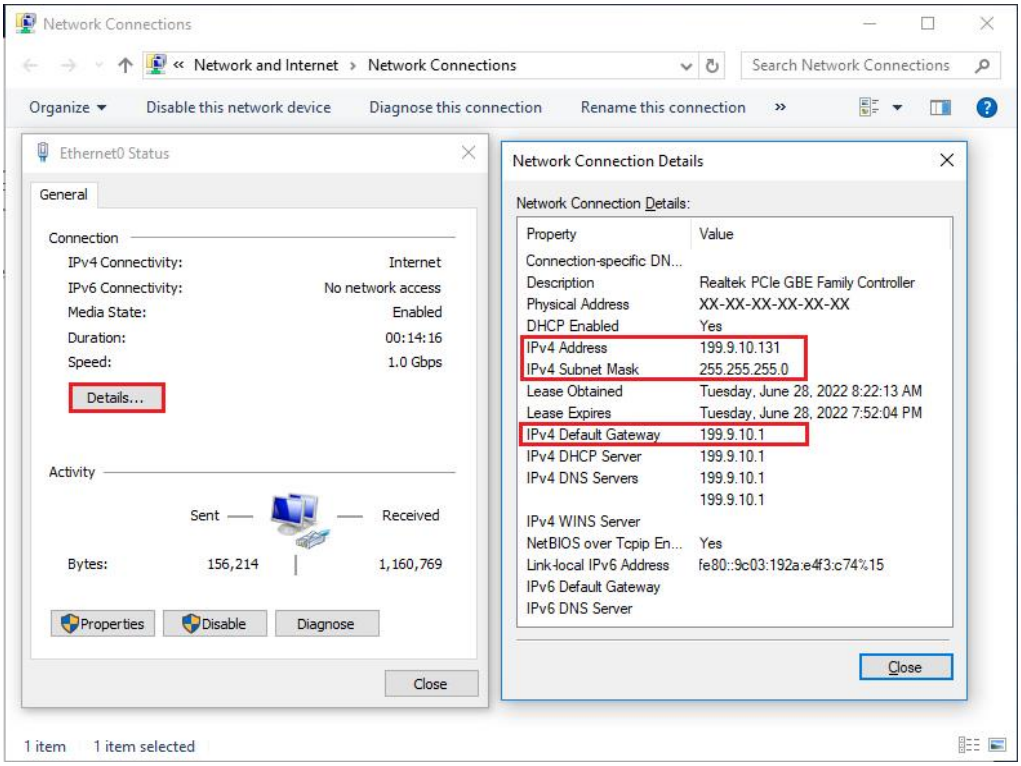

Figure 2-36 Check the LAN information
2. Check the LAN information. See Figure 2-36.